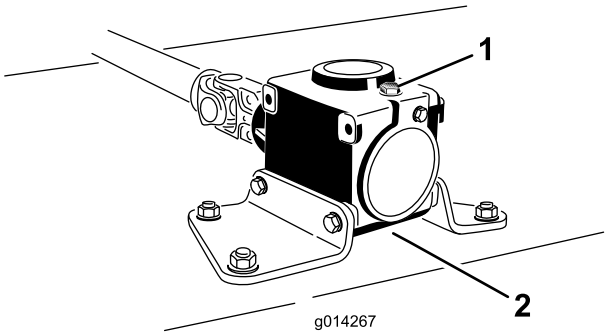

Figur 42
6. Fjern målepinden/påfyldningsproppen, der sidder oven på gearkassen (Figur 42), og kontroller, at oliestanden står mellem mærkerne på målepinden.
6. Fjern målepinden/påfyldningsproppen, der sidder oven på gearkassen (Figur 42).